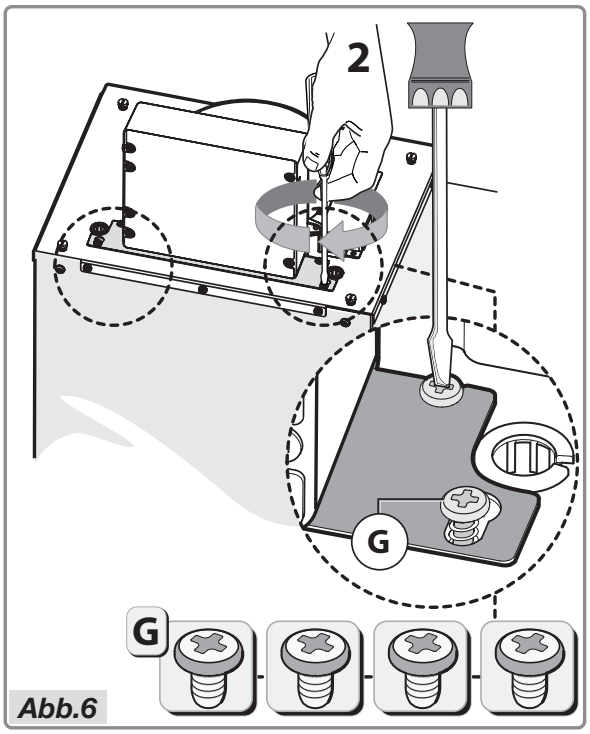

Abb.6
- Bringen Sie den Bügel mit den vier Schrauben **G** direkt in der Buchse an und ziehen Sie diese fest; siehe Abb.6.